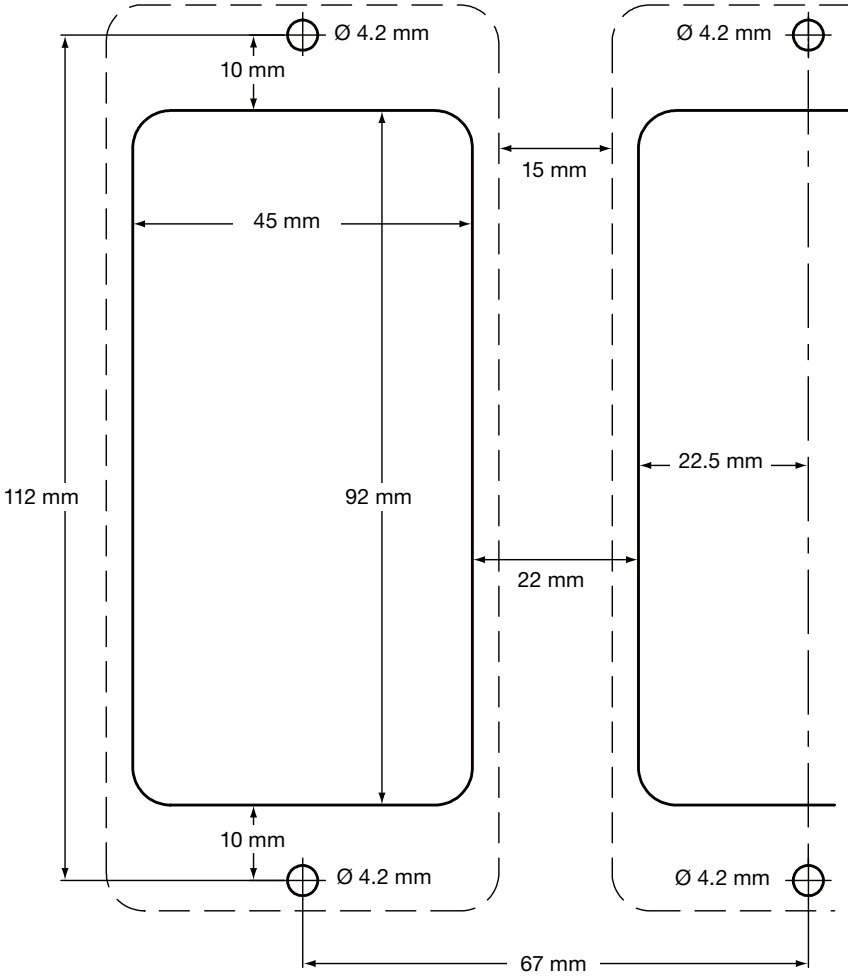

图15 底板/面板-剪裁图
-在底板上，按图15所示的钻孔。
-按照图15的尺寸剪裁面板，根据指示钻螺孔。